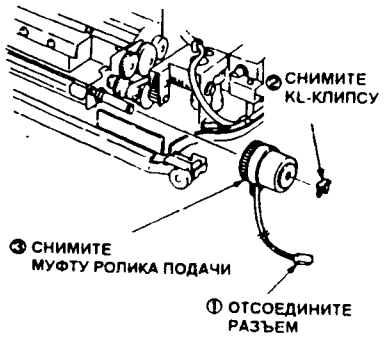

Рис. 1 DUP4-045
3. (Рис. 1): Снимите муфту подачи.